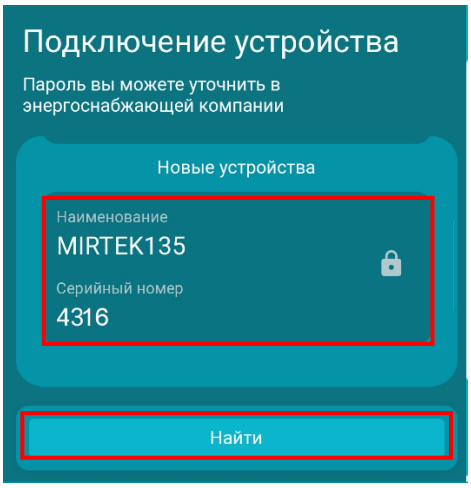

Рисунок 5.1. Пример поиска устройств в ***МИРТЕК: мобильный учет***.
5.6 Нажмите кнопку ***Найти.*** Появится список всех устройств Миртек, доступных для подключения по Bluetooth. Выберите ваш ВПУ из списка нажав на строку с его обозначением: ***MIRTEK135*** и последние цифры номера ВПУ, рис. 5.1.